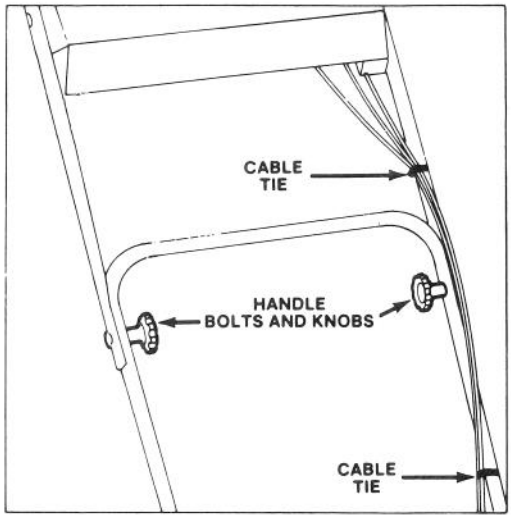

Figure 2
2. UPPER HANDLE (Fig. 2) – Secure upper and lower handles in place with handle bolts and knobs. Control cables must be in front of lower handle cross member. Secure control cables in position with cable ties.